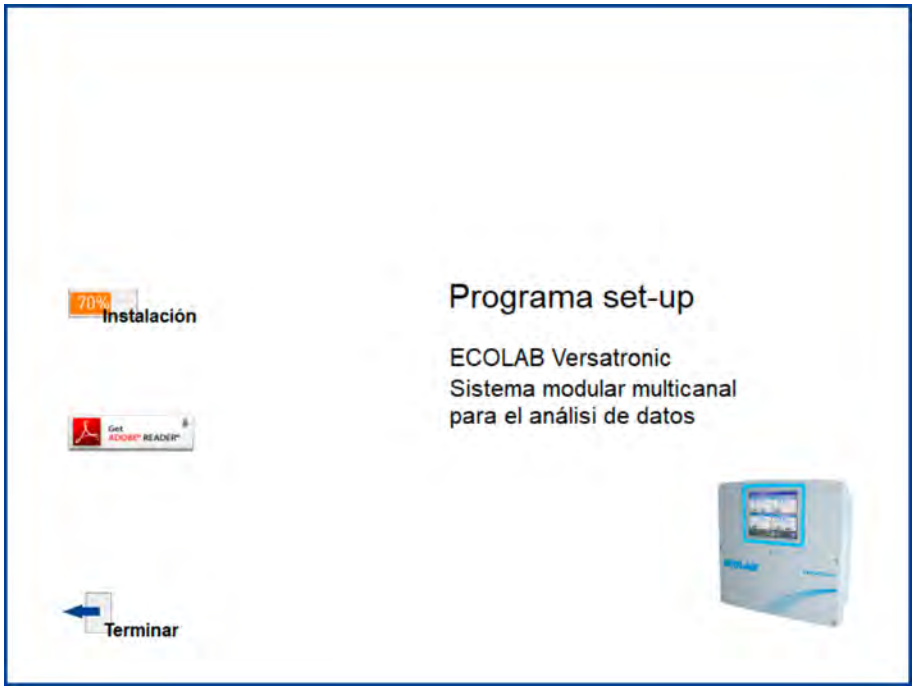

Fig. 99: Pantalla de inicio del programa de instalación
4. Lea y confirme el acuerdo de licencia. Una aceptación del acuerdo es requisito previo para que se pueda instalar el software. (Véase Fig. 99 .)